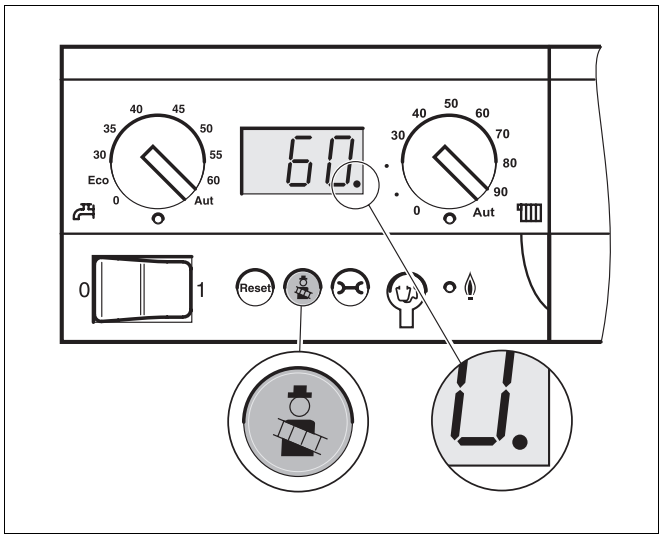

Abb. 20 Basiscontroller Logamatic BC10
- Abgastest am Basiscontroller Logamatic BC10 aufrufen, hierzu Taste „Abgastest“ solange drücken, bis der Dezimalpunkt in der Statusanzeige erscheint (Abb. 20). Der Brenner startet.